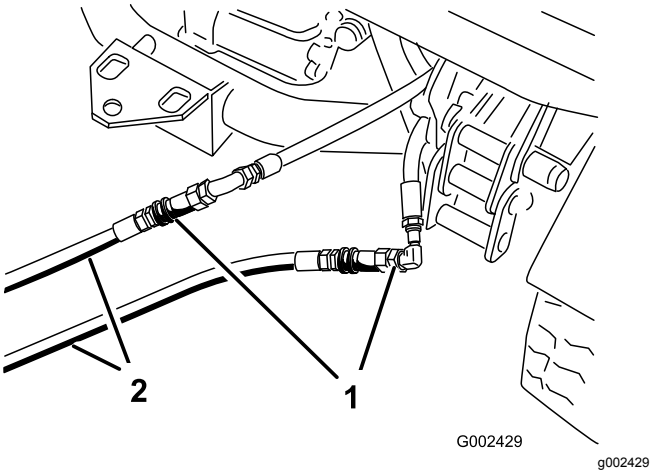

Rysunek 77
3. W niesprawnym pojeździe podłącz dwa węże uruchamiające do odłączonych węży (Rysunek 77).